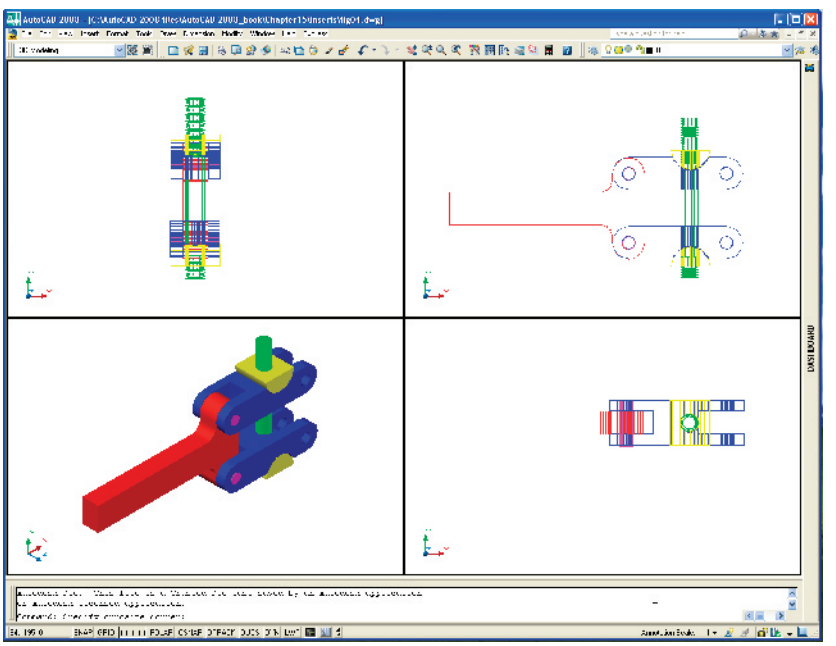

Fig. 15.4 First example – **inserting 3D blocks**
First example – inserting 3D blocks (Fig. 15.4)
7. Using the **Move** tool, move the individual 3D models into their final places on screen and render the **Southeast Isometric** viewport. Shade using **Visual Styles/Conceptual** shading (Fig. 15.4).